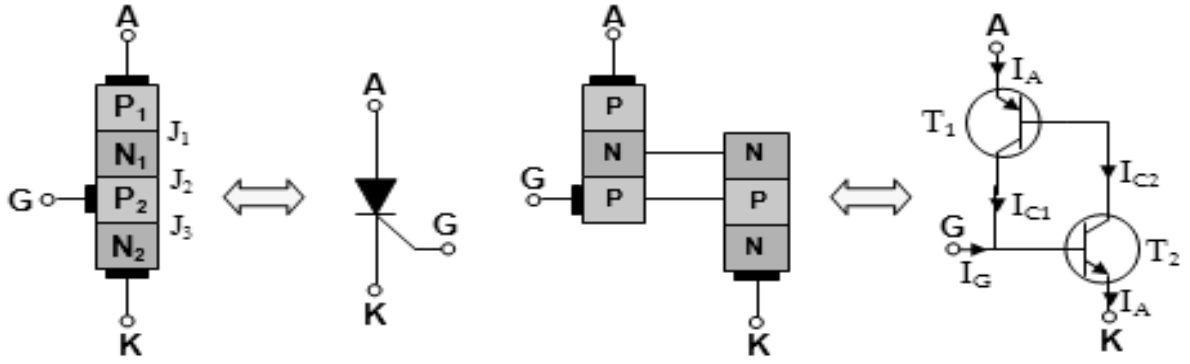

Figura 9.3 Structura şi simbolul tiristorului
Tiristorul este alcătuită din patru straturi succesive semiconductoare **P-N-P-N** , trei joncţiuni **PN**. Structura tiristorului poate fi reprezentată printr-un circuit echivalent format din două tranzistoare pnp şi npn conectate ca în **figura 9.3**. Tiristorul este prevăzut cu trei terminale **anod (A)** conectat la prima regiune de tip **P**, **catod (K)** conectat la ultima regiune de tip **N** şi **poartă sau grilă (G)** conectată la a doua regiune de tip **P.**